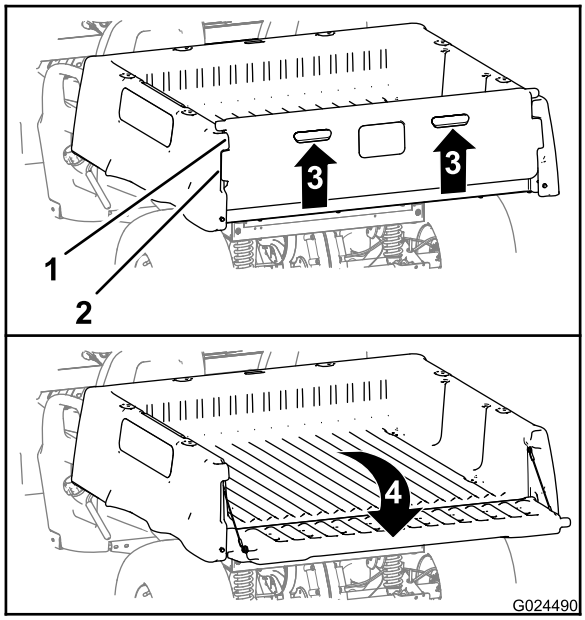

Figur 11
2. Lyft upp med hjälp av handtagen på flakskyddets bakpanel (Figur 11).
3. Rikta in flakskyddets låsflänsar efter öppningarna mellan lastlådans flakskyddsflänsar (Figur 11).
4. Fäll flakskyddet bakåt och nedåt (Figur 11)
6. Fäll flakskyddet uppåt och framåt tills flakskyddets låsflänsar är i linje med flakskyddsfördjupningen i lastlådan (Figur 11).
7. Fäll flakskyddet bakåt tills det sitter på plats bak på lastlådan (Figur 11).